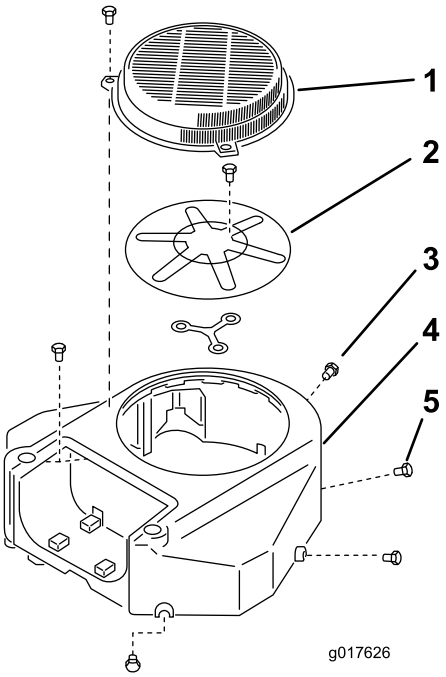

Figur 61
3. Afmonter luftindtagsskærmen og ventilatorhuset (Figur 61).
5. Monter luftindtagsskærmen og ventilatorhuset (Figur 61).